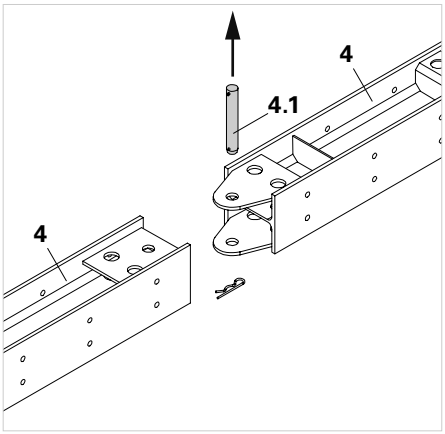

Fig. A2.02
1. Before positioning the Main Beam (4), remove beam connecting bolts (4.1). (Fig. A2.02)
3. Connect Main Beam with bolts (4.1) and secure with cotter pins. (Fig. A2.02)